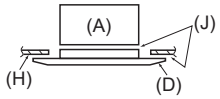

Abb. 9-6
9.4.2. Vorübergehende Installation des Gitters (Abb. 9-6)
- Das Gitter durch Anziehen der vorinstallierten Schrauben am Hauptgerät fixieren. (Abb. 9-6)
Darauf achten, dass sich zwischen dem Hauptgerät und dem Gitter oder zwischen dem Gitter und der Deckenoberfläche kein Spalt befindet. (Abb. 9-6)